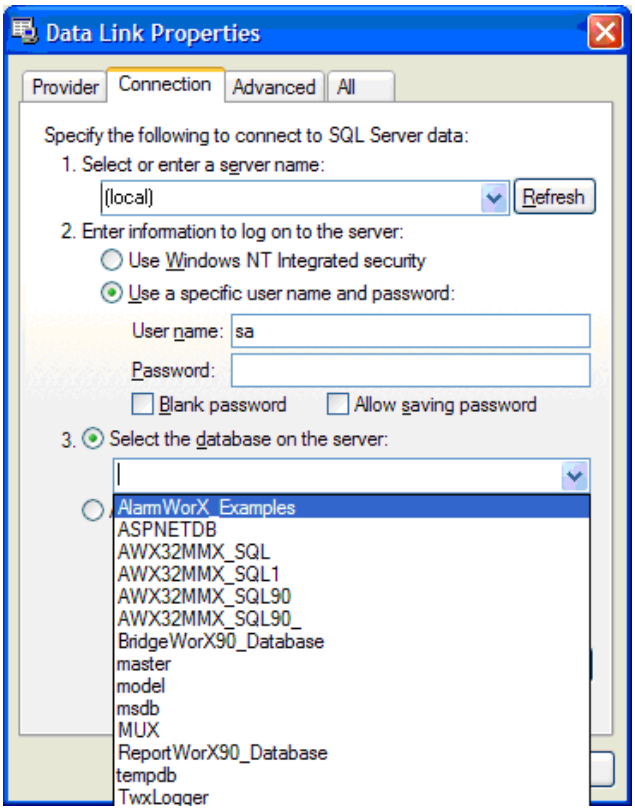

Figure L5.7: Network-Aware Authentication
3. Connect to the **AlarmLogger** SQL database using the system administrative SQL login (sa with blank password), as shown in **Figure L5.7.**